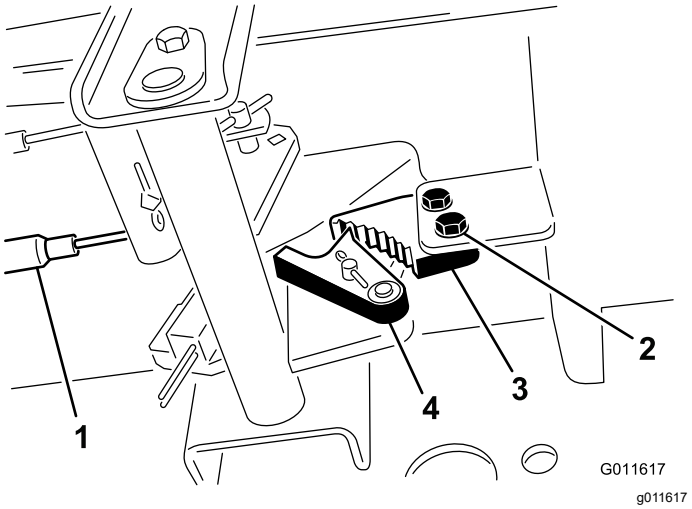

Figuur 114
2. Draai de 2 schroeven los waarmee de pal van de parkeerrem is bevestigd aan het frame (Figuur 114).
3. Trap het pedaal van het parkeerrem naar voren totdat de remvergrendeling de rempal geheel vastgrijpt (Figuur 114).